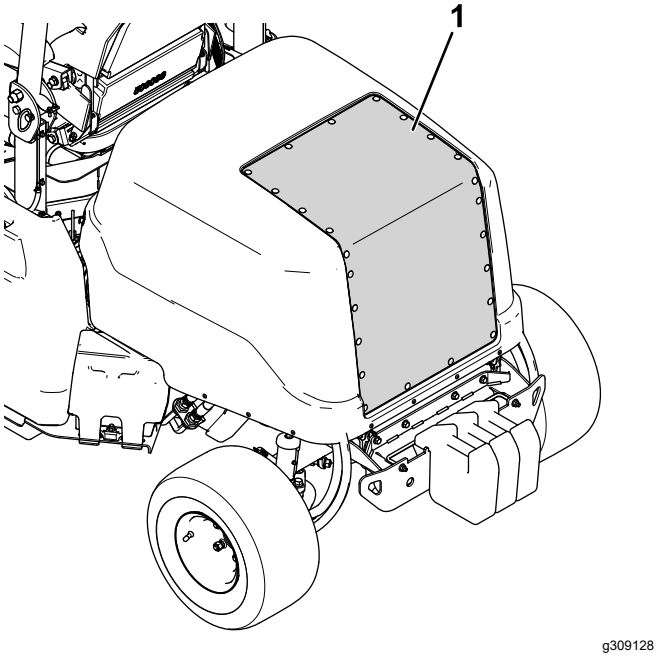

Figura 73
2. Utilizzate aria compressa per pulire la griglia del cofano (mostrata nella Figura 73). Indirizzare l'aria all'esterno della macchina.